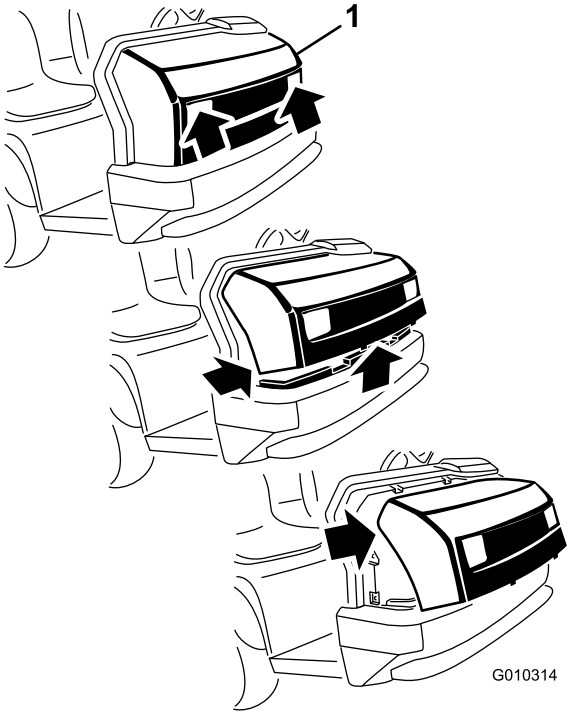

Figur 38
1. Hold i panseret i frontlysåpningene mens du løfter opp panseret for å frigjøre nedre monteringstapper fra sporene på rammen (Figur 38).
2. Sving bunnen av panseret oppover til de øvre monteringstappene kan trekkes ut av sporene på rammen (Figur 38).
3. Sving toppen av panseret fremover og koble fra ledningskontaktene fra frontlysene (Figur 38).